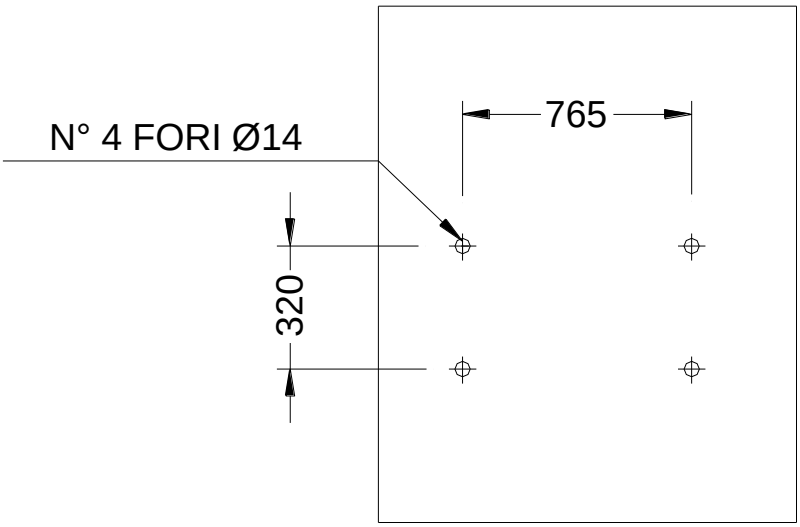

fig. 4
- ✓ Проделать соответствующие отверстия в выбранной стене согласно указаниям на рис. 4.